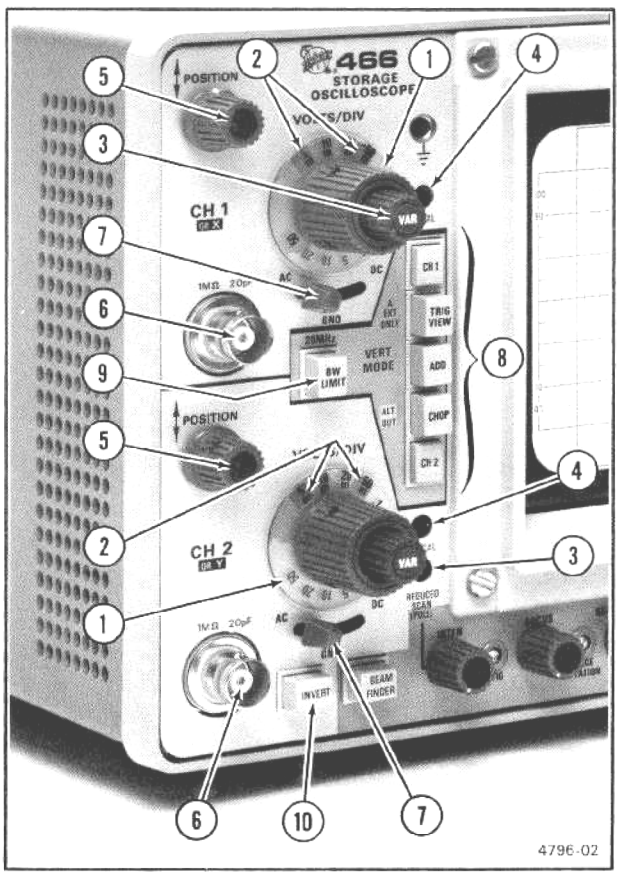

Fig. 2-2. Vertical section.
Refer to Fig. 2-2 for location of items 1 through 10.